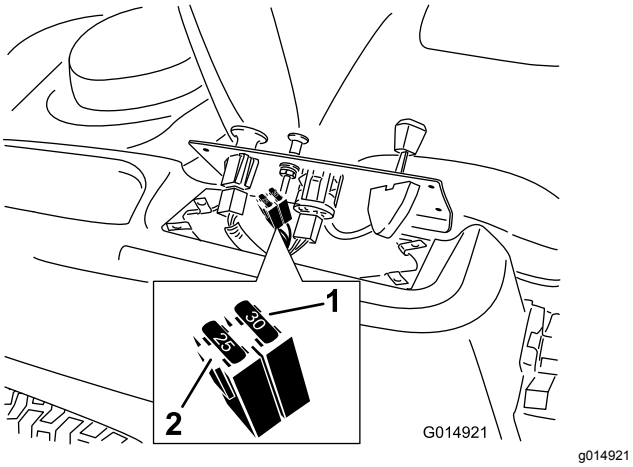

Figur 48
2. Løft kontrolpanelet op for at få adgang til hovedledningsnettet og sikringsblokken (Figur 48).
3. En sikring udskiftes ved at trække den ud af sikringsdåsen (Figur 48).